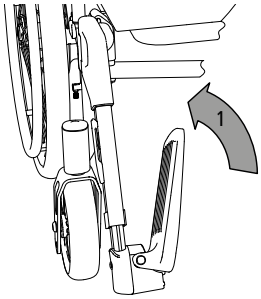

afb. 7
1. Om de voetenplank te kunnen monteren, moet de voetsteun omhoog worden geklapt (1, afb. 7).